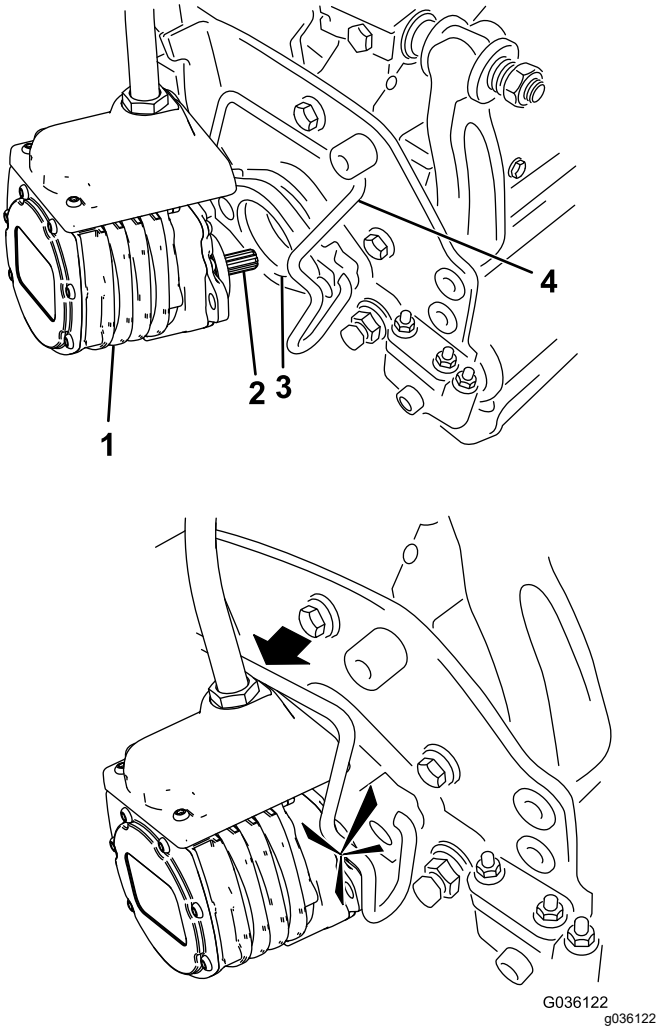

Figuur 59
6. Smeer schoon vet op de sleufas van de motor van de maai-eenheid (Figuur 59).
7. Steek de motor in de linkerkant van de maai-eenheid (gezien vanuit de bestuurdersstoel) en trek de motorbevestigingsstang op de maai-eenheid in de richting van de motor totdat u aan beide kanten een klik hoort (Figuur 59).